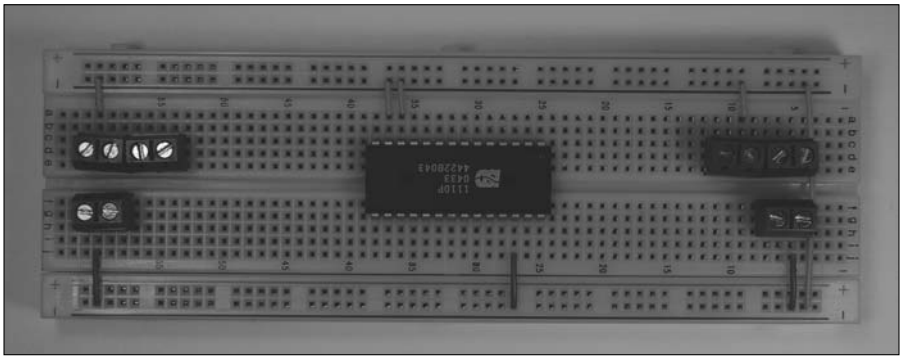

Figure 9-19: Connect components to the ground bus.
2. **Insert wires to connect each component and terminal to the ground bus and insert a wire between the two ground buses to connect them, as shown in Figure 9-19.**